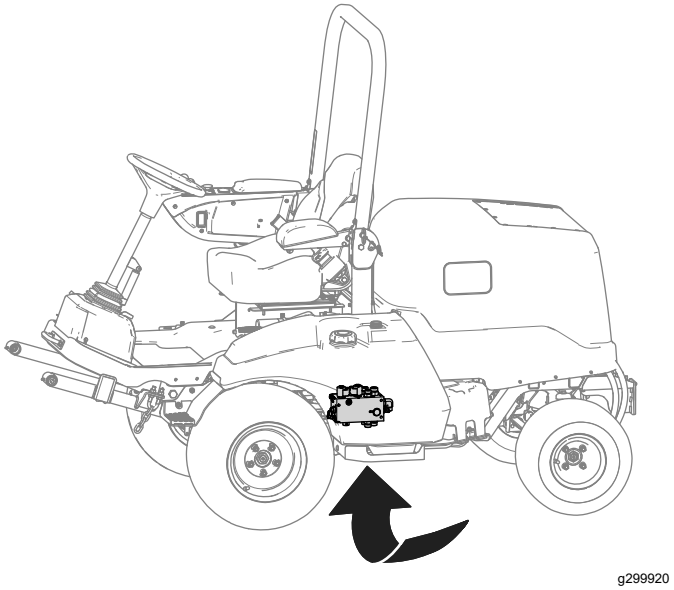

**Figura 9**
A. Mettete una bacinella di spurgo sotto il collettore idraulico (mostrato in Figura 9).